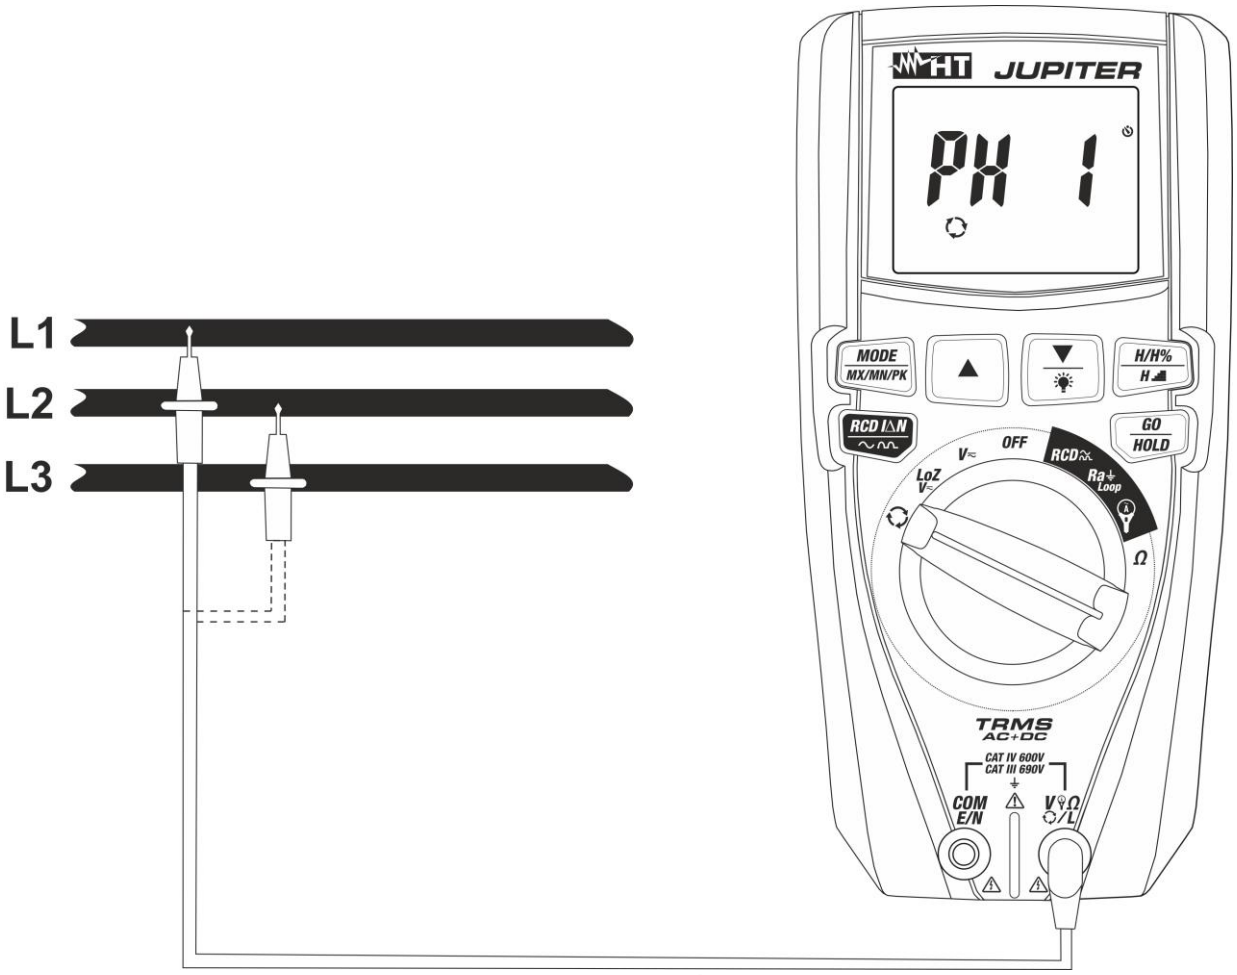
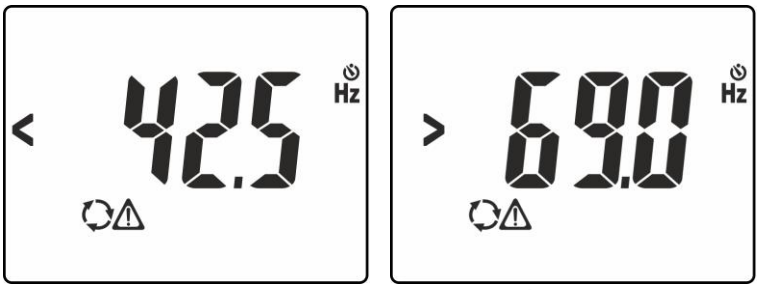
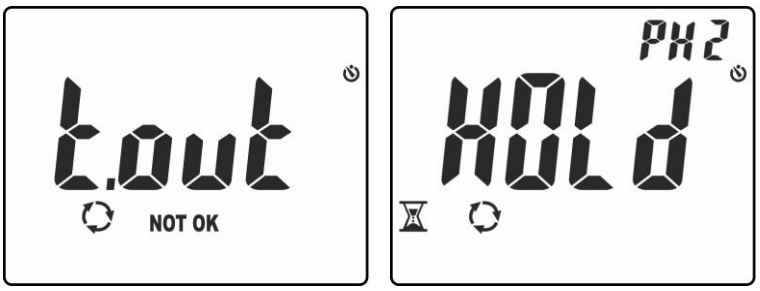

Fig. 12: Utilisation de l'instrument pour l'essai de séquence et de concordance des phases
Fig. 13: Signalisation de tension avec fréquence incorrecte.
Fig. 15: Reconnaissance de la phase L1 et attente de la phase L2.
3. Positionner l'embout rouge sur la phase **L1** du système triphasé sous test (voir Fig. 12). Les messages suivants peuvent être affichés à l'écran (voir Fig. 13) pour identifier la présence d'un signal de tension avec fréquence en dehors de l'intervalle **42.5Hz - 69Hz**, Dans ces conditions, l'instrument n'exécute pas le test.
6. Positionner l'embout rouge sur la phase **L2** du système triphasé sous test (voir Fig. 12). Si le passage entre la phase L1 et la phase L2 est effectué dans un temps supérieur à **10s,** l'instrument affiche le message **«t.out»** à l'écran (voir Fig. 15 – à gauche). Dans des conditions correctes de tension et de fréquence, l'instrument montre le message **«HOLD»**, les symboles ⌛ et «PH2» et il émet un son continu dans l'attente de la reconnaissance d'une valeur stable de tension sur la phase L2 (voir Fig. 15 – à droite)